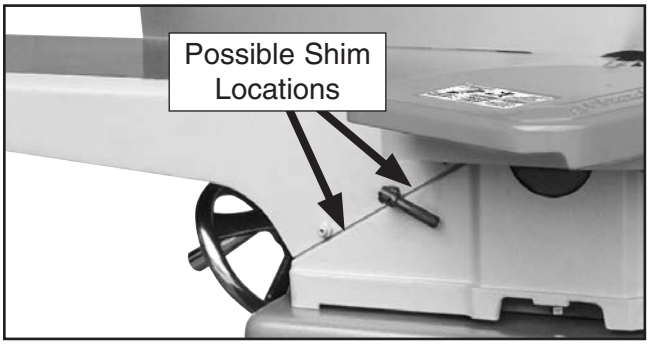

Figure 62. Locations to place shims when adjusting table parallelism.
7. Loosen outfeed table locks. Place shims between dovetailed ways (see **Figure 62**) until outfeed table is within 0.003" of parallel with infeed table at front and rear of tables.